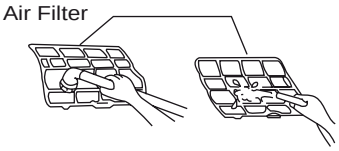

Fig. 6
- Clean the Filters with a vacuum cleaner or water, then dry them in a cool place (Fig. 6).